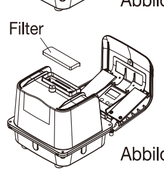

Abbildung 3
④ Nehmen Sie den Filter aus dem Gehäuseoberteil heraus und ersetzen Sie ihn durch einen neuen oder sauberen. (Abbildung 3)